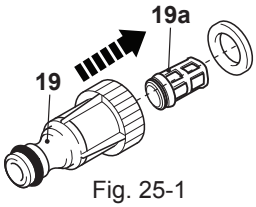

Fig. 25-1
> Disassemble the water inlet hose adaptor with water filter (19) (Fig. 25-1).